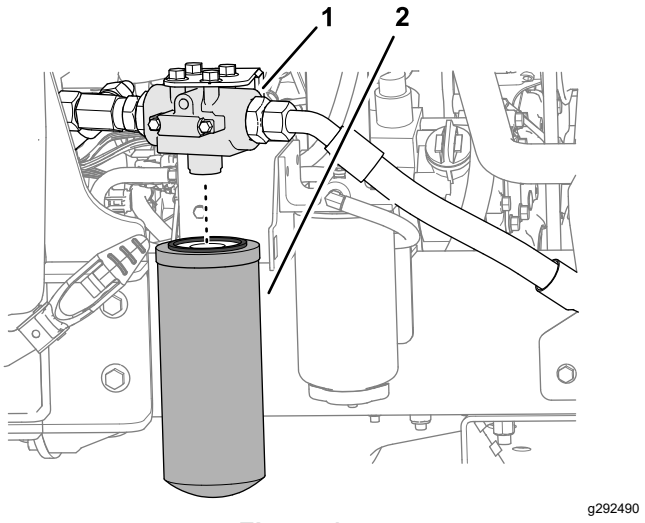

Figur 71
3. Rengör området runt filterhuvudet på maskinens vänstra sida och placera ett avtappningskärl under filtret (Figur 71).
4. Ta bort returfiltret (Figur 71).
6. Montera filtret på filterhuvudet och dra åt tills packningen vidrör fästytan. Vrid sedan ytterligare ett halvt varv (Figur 71).